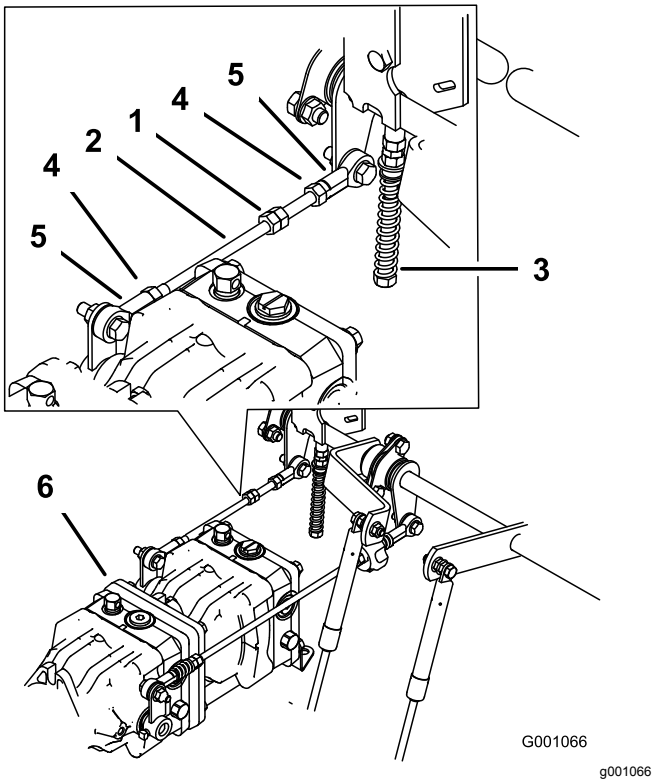

Bild 82
1. Lockern Sie die Sicherungsmuttern an den Kugelgelenken der Pumpsteuerungsstange (Bild 82).
3. Stellen Sie die Länge der Pumpstange ein, indem Sie die Doppelmuttern an der Stange so weit in die entsprechende Richtung drehen, bis das Rad stillsteht oder sich leicht zurückdreht (Bild 82).
6. Ziehen Sie die Klemmmuttern an den Kugelgelenken fest (Bild 82).